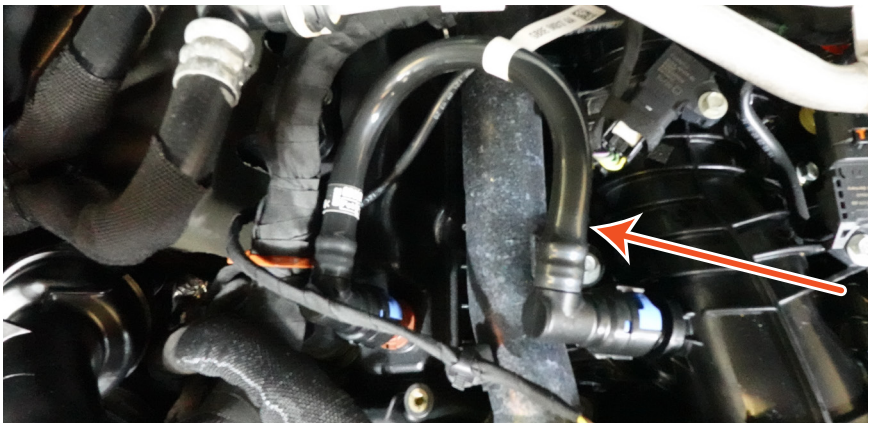

Figure 1 - PCV Tube Location on Engine
3. Find the tube on the passenger side of the engine, shown in **Figure 1**.